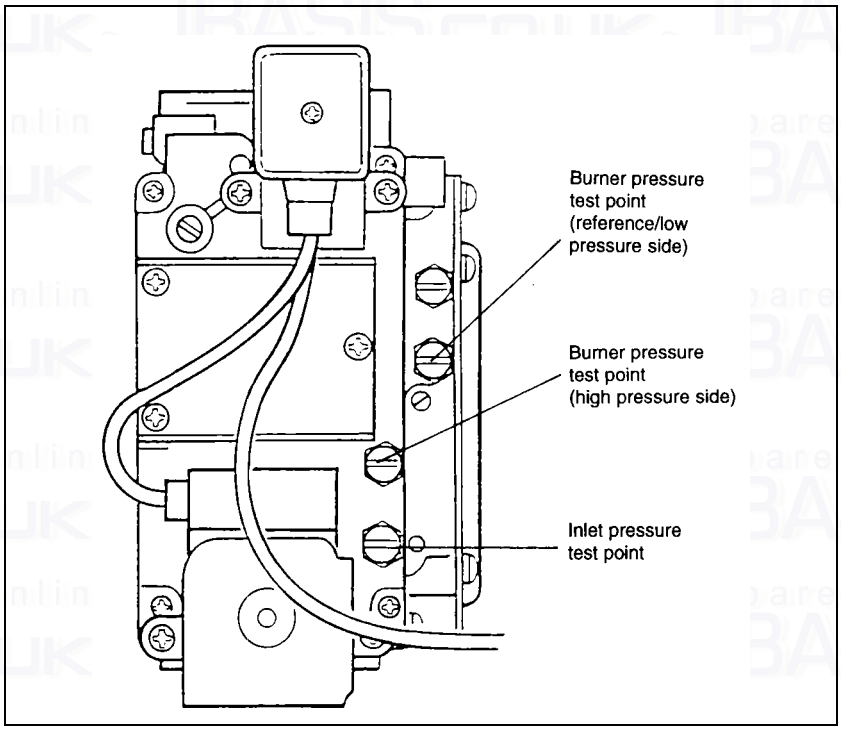

FIG. 13 GAS CONTROL VALVE
1. Turn off the gas service cock. Fit a pressure gauge to the gas inlet pressure tapping on the gas control valve. Connect a differential pressure gauge or 'U' tube manometer between the burner pressure gauge tapping (high pressure side) and the reference pressure tapping (low pressure side) on the gas valve (see Fig. 13).